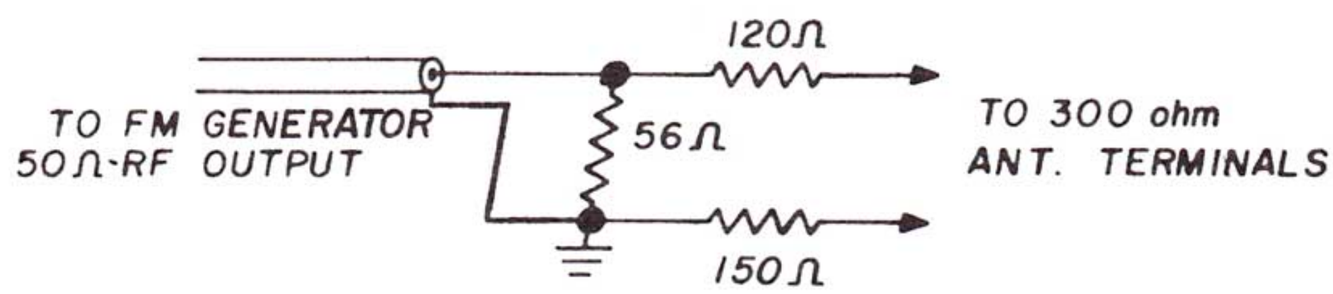

Figure 5
1. Set the SELECTOR switch to FM and turn the FM MUTING switch off. Connect an FM generator to the 300 ohm antenna terminals using a matching transformer with a 1:1 voltage ratio or, if necessary, use a 2:1 ratio resistive network as shown below in Figure 5.